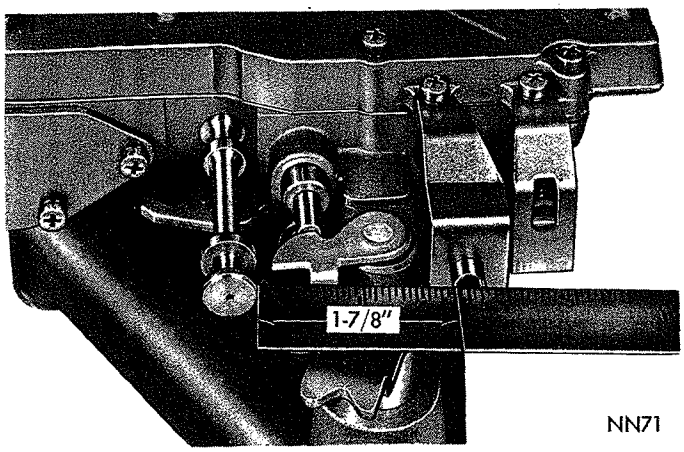

*Fig. 34—Measuring Spring Retainer Location*
**NOTE: Before adjusting line pressure, measure distance between manual valve (valve in 1-low position) and line pressure adjusting screw (Fig. 34). This measurement must be 1⅞ inches; correct by loosening spring retainer screws and repositioning the spring retainer. The regulator valve may cock and hang up in its bore if spring retainer is out of position.**